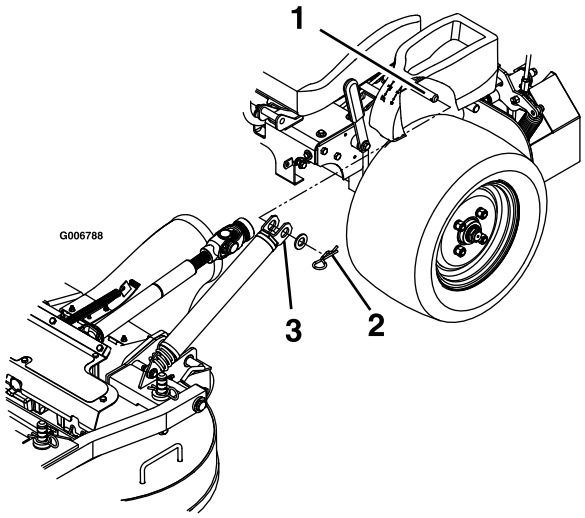

Figur 75
3. Fjern hårnålsplintene og skivene oppå løftefjæren for klippeenheten på hver side av maskinen (Figur 75).
9. Monter fjærene på fjærfestebolter under venstre og høyre side av konsollene, og fest dem med en skive og hårnålssplint (Figur 75).